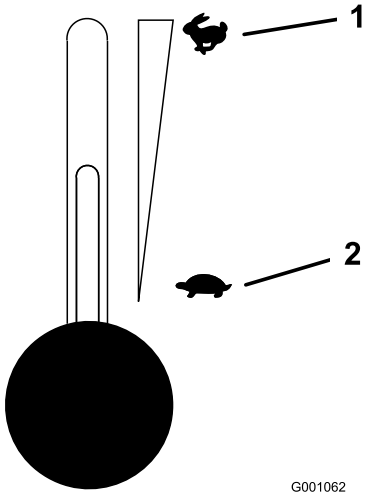

Figur 13
5. Flytt gasspaken til midtre stilling (Figur 13).
2. Flytt gasspaken til midtveis mellom til stillingene Hurtig og Sakte (Figur 13).